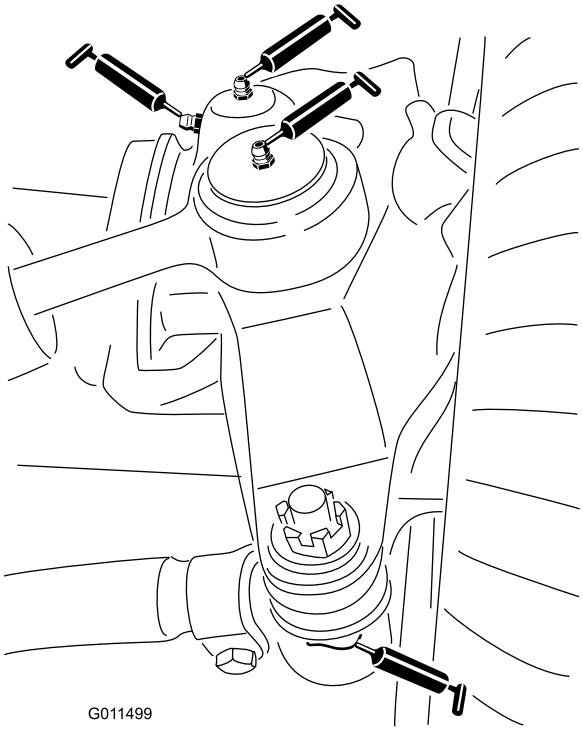

Figuur 36
- 2 kogelverbindingen van de stuurcilinder (Figuur 36)
- 2 kogelverbindingen van de trekstang (Figuur 36)
- 2 lagerbussen van de koppelpen (Figuur 36).